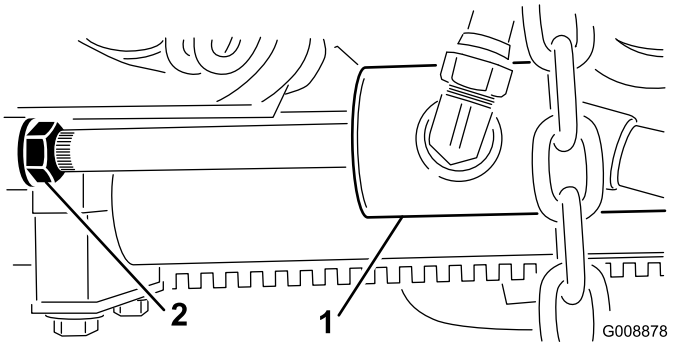

Figura 27
B. Afloje la contratuerca del cilindro (Figura 27).